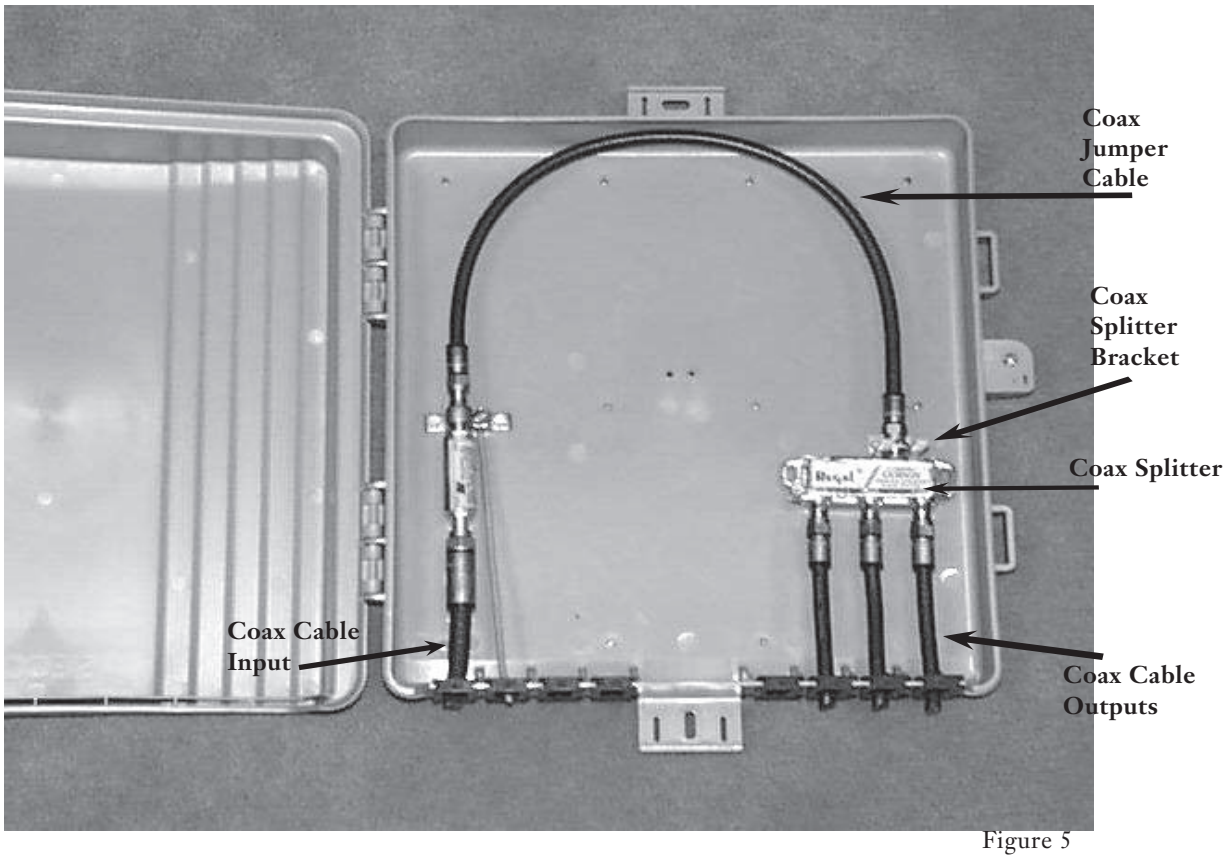

Figure 5
7.3 Mount the coax splitter to the splitter bracket as shown in Figure 5.
7.6 Punch a small hole in the grommet using a pair of needle nose pliers or a pencil point. Thread the coax cable through the entrance grommet hole. Terminate the coax cable to one of the outputs on the coax splitter as shown in Figure 5. Repeat this step to wire additional coax cables in the unit. Be sure to reseat the grommet into the base once the coax cable has been terminated.